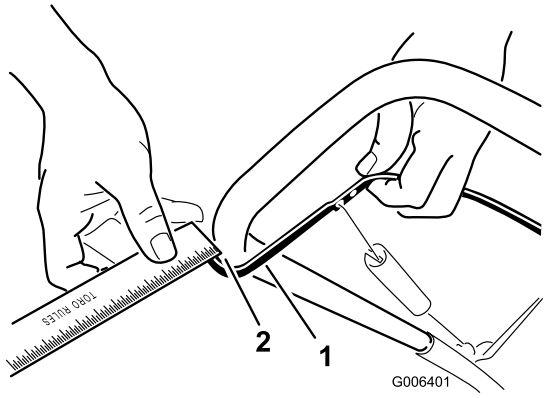

Figure 25
Rapprochez la barre de commande du guidon pour tendre le câble de commande (Figure 25).
Remarque: Vérifiez que la barre de commande et le guidon sont espacés de 2 à 3 mm (1/16 à 1/8") (Figure 25).
2. Accrochez le raccord en Z à un trou plus haut ou plus bas sur la biellette de réglage de manière à obtenir un écart de 2 à 3 mm (1/16 à 1/8") entre la barre de commande et le guidon (Figure 25).